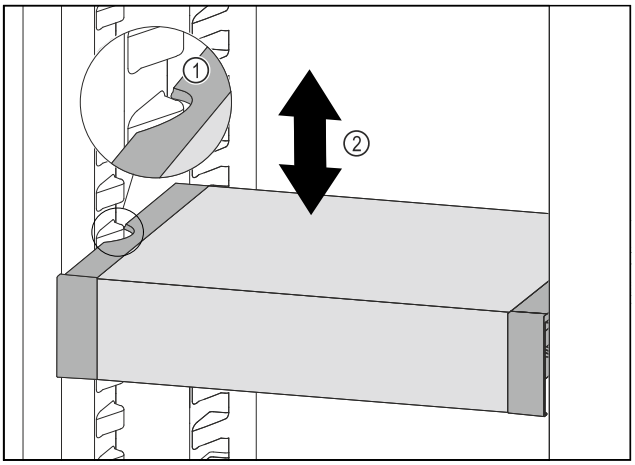

Fig. 195
▶ 向前移动 VarioSafe，直到 VarioSafe 两侧的凹槽与冷藏区中的容器肋梁持平。 *Fig. 195 (1)*
▶ 在冷藏区中向上或向下移动 VarioSafe，直至所需高度。 *Fig. 195 (2)*